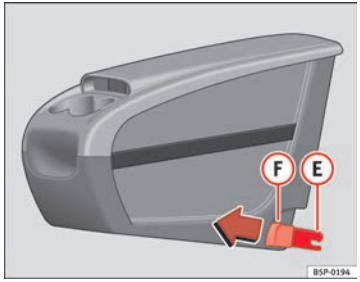
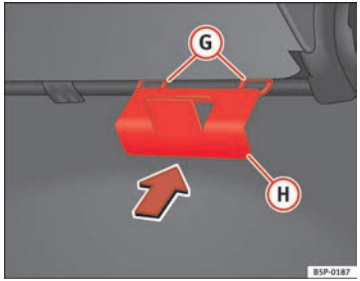

Fig. 112 Mobile storage compartment. Installation
Fig. 113 Mobile storage compartment mounting plate
– Fit the mobile storage compartment mounting plate (H) ⇒ fig. 113 from the inside of the vehicle, through the rear section of the seat. It should be fitted between the backrest and the seat, in the central seat area.
– Set both mounting pieces together (E) ⇒ fig. 112, with both mounting rings (G) ⇒ fig. 113 and press hard until both the clips completely connect with the rings.
– Pull each of the buttons ⇒ fig. 112 (F) on the clips (red buttons) forwards, until they snap out of place.